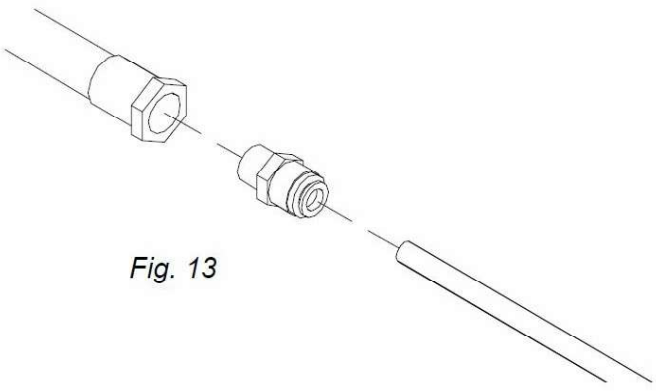
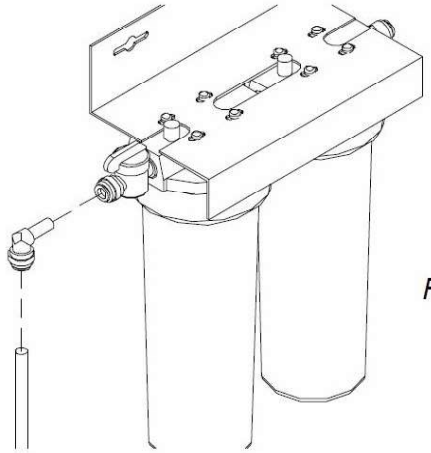

Fig. 13
Fig. 14
- Refer to the attached drawings when performing the final hookups. Starting with the water supply. Fasten the provided 3/8□tube x 1/2□male pipe connector to the female adapter on the cold water supply (figure 13). Run 3/8□tubing from the fitting on the cold water supply to the inlet valve (valve with blue handle) on the filter assembly (figure 14). Use elbow fittings to ease tubing connections.